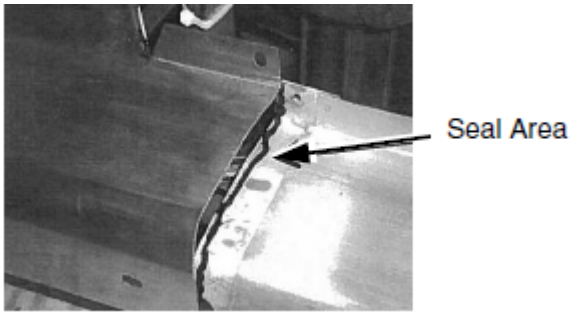

Figure 15-3. Seal Mating Areas Between Front and Rear Base Covers
3. **Seal mating areas between front and rear base covers as shown in *Figure 15-3*.**